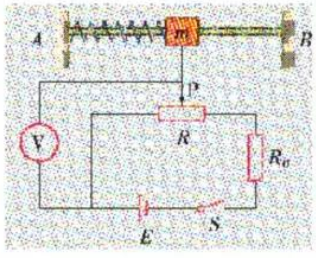

图 5-31
3. 图 5-31 是应变式传感加速度计的原理图。支架 AB 固定在待测系统上。滑块穿在 AB 之间的水平光滑杆上，并用轻弹簧连接在 A 端。其下端还有一滑动触头，可在滑动变阻器上自由滑动。随着待测系统沿水平方向做变速运动，滑块相对支架将发生位移，并通过电路转化成电信号，从电压表输出。已知电压表量程为 8V，滑块质量为 0.1kg，弹簧劲度系数 $k = 20\text{N/m}$，电源电动势 $E = 10\text{V}$，内阻不计，滑动变阻器总阻值 $R = 40\Omega$，有效总长度 $L = 8\text{cm}$。当待测系统静止时，滑动触头 P 位于变阻器 R 的中点，取 $A \to B$ 方向为加速度正方向。